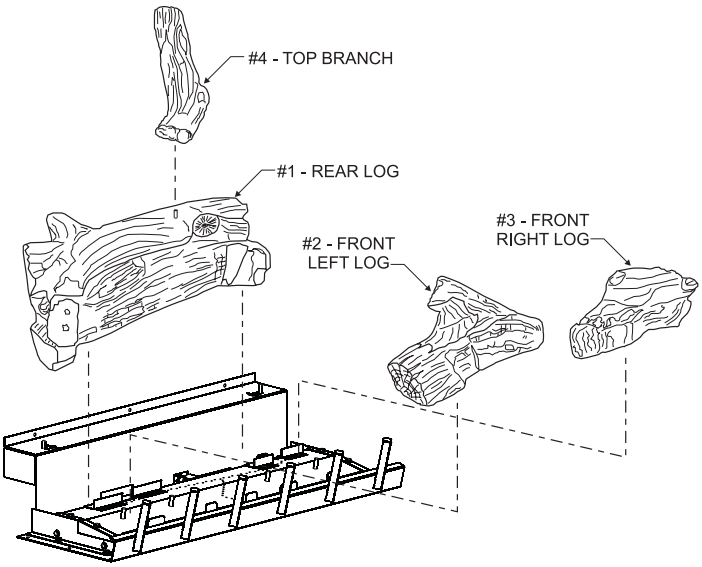
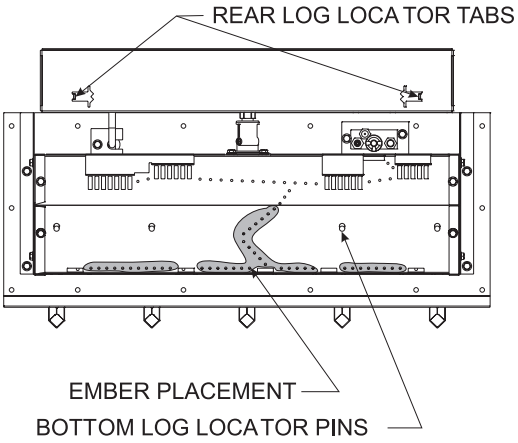

Figure 69
Figure 70
The positioning of logs is critical to safe and clean operation of this fireplace. Sooting and other problems may result if the logs are not properly and firmly positioned in the fireplace. Please refer to **Figure 69, Figure 70,** and **Figure 71** and corresponding **WARNING,** when completing the following log placement steps.
2. After all logs are properly positioned, place small “dime” size pieces of Rockwool lightly across the front round “blueflame” ports. Place the ember material (Rockwool pieces) side by side. Do not stack more than one layer of embers across the burner ports. **See Figure 69.**